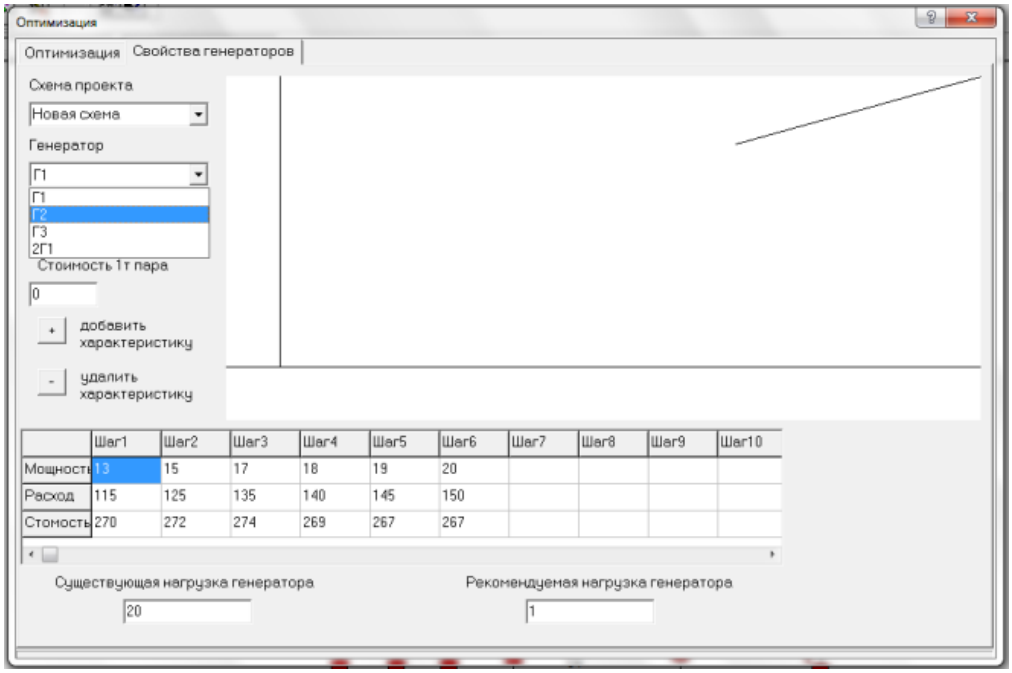

Рис. 3.Задание технико-экономических характеристик генераторов
-во вкладке «Свойства генераторов» задать технико-экономические модели для генераторов: $Г_1$ - 2×Т-20 (далее по тексту – $1Г_1$ и $2Г_1$), $Г_2$ - ТВФ-63, $Г_3$ - Т-20 (рис.3) в соответствии с приложением № 4.